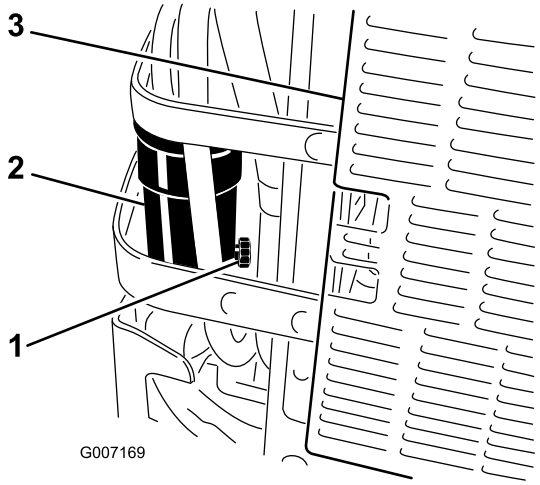

Rysunek 51
6. Aby spuścić wodę i inne zanieczyszczenia, odkręć zawór spustowy separatora wody o około jeden obrót (Rysunek 51).
7. Zamknij zawór spustowy dopiero, gdy zacznie wypływać sam olej napędowy (Rysunek 51).